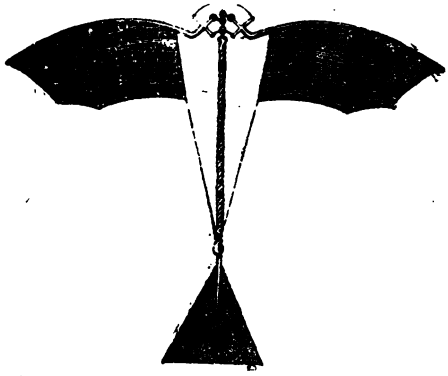

Fig. 36. — Oiseau mécanique du docteur Hureau de Villeneuve.
M. le Dr Hureau de Villeneuve, vice-président de la Société française de navigation aérienne, a imaginé en 1875 un système analogue, que nous avons pu voir fonctionner. L'axe de rotation des ailes de cet oiseau mécanique est incliné à 45°. La vitesse de l'appareil est de 9 mètres par seconde en air calme (fig. 36).